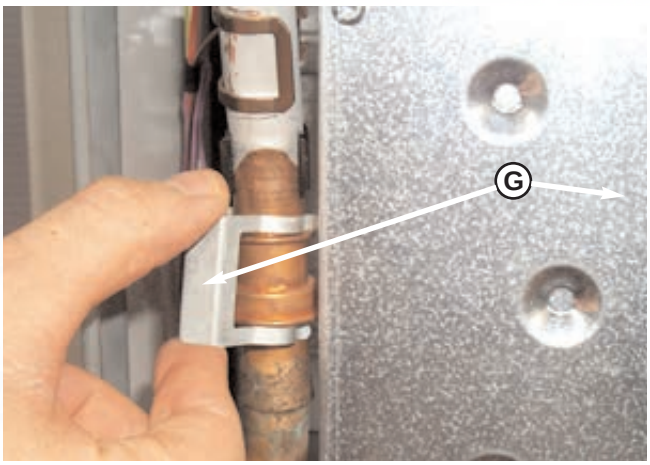

Fig. 55
3. Remove the 2 front clips "**G**" securing the heat exchanger *(see Fig. 55)*;